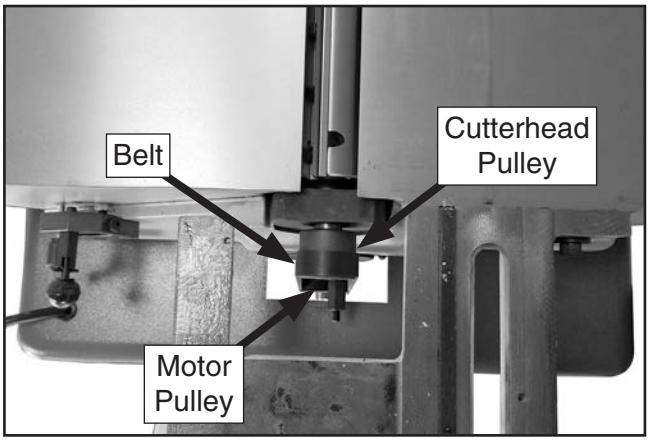

Figure 16. Checking pulley alignment (viewed from above).
11. Look down length of belt and pulley faces to check pulley alignment (see **Figures 16–17**). If available use a narrow straightedge against pulley faces to check alignment.